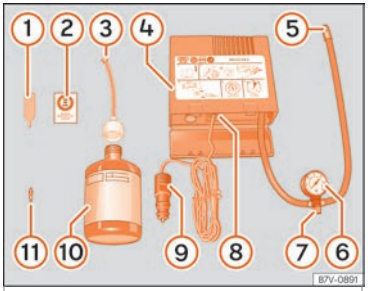

Fig. 100 Standard display: contents of the anti-puncture kit.
The anti-puncture kit is located underneath the floor covering in the luggage compartment. It includes the following components ››› Fig. 100:
Screw the inflator tube ››› Fig. 100 ⑤ again and check the pressure on the gauge ⑥.